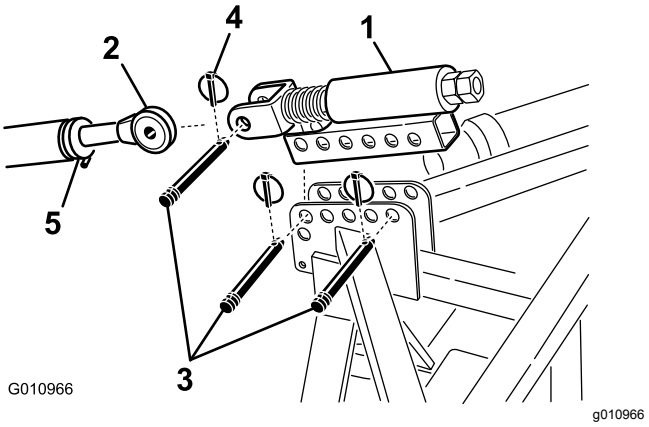

Figur 9
1. Monter den fjederbelastede topstang på dybdelufterens beslag med 2 kædebolte og ringstifter (Figur 9)
2. Løsn låsemøtrikken på traktionsenhedens topstang. Juster topstangens længde, indtil den når trækbøjlen på dybdelufterens fjederbelastede topstang (Figur 9).
3. Tilslut traktionsenhedens topstang til trækbøjlen på den fjederbelastede topstang, og fastgør den med en kædebolt og en ringstift (Figur 9).
6. Drej den øverste topstang, indtil fjederen sammentrykkes med ca. 13 mm (Figur 9).